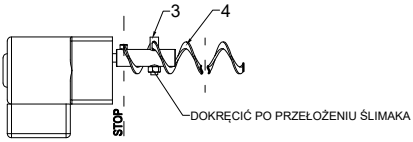
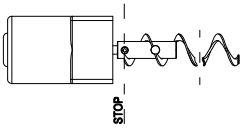

RYS.1
RYS.2
1. PRZEŁOŻYĆ ŚLIMAK (4) PRZEZ OTWÓR W TRZPIENIU (3) JAK POKAZUJE RYS.1 I RYS.2